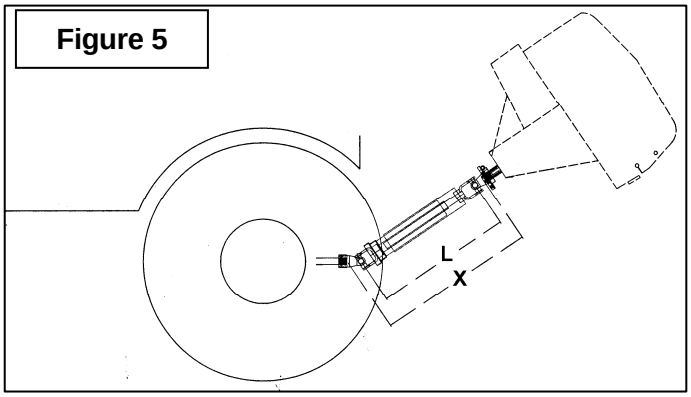

Figure 5
1. Pour déterminer la longueur **"L"** de votre modèle de tracteur, il faut d'abord trouver le facteur **"X"** en mesurant la distance horizontale entre le bout de l'arbre de commande du tracteur et le bout de l'arbre entraîné lorsque la souffleuse est en position de transport tel qu'illustré à la **Figure 5**.